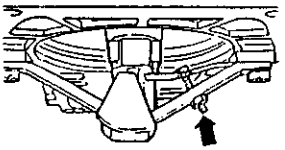

图 5—98
(4)调节器臂的基本调整。只有在更换了新燃油分配器或空气流量计后才需对调节器臂基本调整。按图 5—99 所示,检查燃油分配器在空气流量计处与调节器臂滚柱接触面的距离,其标准值为 21.3±0.1mm。如果所查距离与此值不符,则可通过 CO 调节螺钉进行调整。
①冷起动喷油器的检查应在冷却液温度低于 30℃的冷发动机状态下进行;